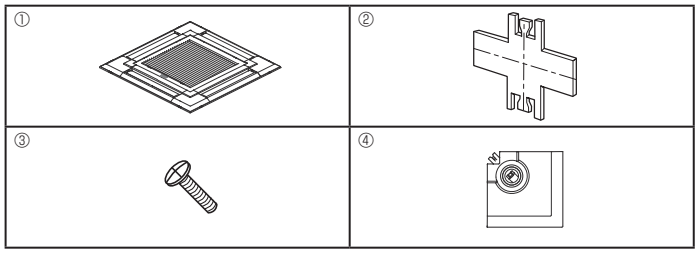

Fig. 9-1
9.1. Comprobación de los contenidos (Fig. 9-1)